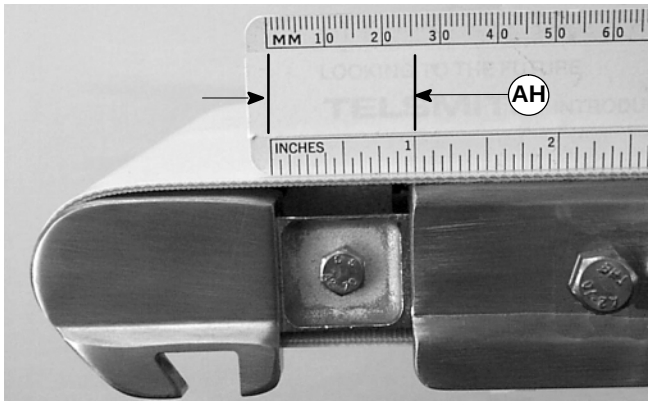

Abbildung 26
Mit der V-Führung in der Nut der Antriebsrolle das Ritzel (V) entgegen dem Uhrzeigersinn auf einen Abstand von 25 mm drehen (AH siehe Abbildung 26).